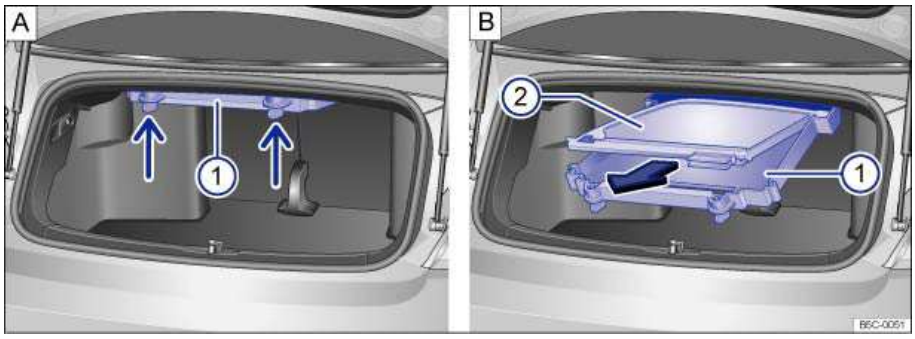

Fig. 37 A: Opening the storage compartment for the wind blocker. B: Removing the wind blocker from the storage compartment.
- Turn the quick-release fasteners ⇒ fig. 37 **A** (arrows) counterclockwise and gently guide the storage compartment (1) down.
- Raise the back of the wind blocker ⇒ fig. 37 **B** (2) and remove it from the storage compartment in the direction indicated by the arrow.
- Fold the storage compartment upward and turn the quick-release fasteners ⇒ fig. 37 **A** (arrows) clockwise to close.
- Slide the wind blocker ⇒ fig. 37 **B** (2) opposite the direction of the arrow into the storage compartment (1).
To *remove* the storage compartment ⇒ fig. 37 **B** (1), pull it out of the brackets in the direction of the arrow.
To *install* the storage compartment ⇒ fig. 37 **B** (1), slide it into the brackets opposite the direction of the arrow.